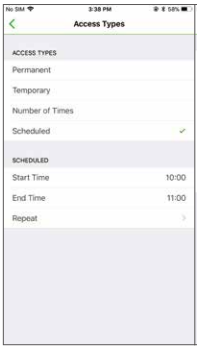

図 4
i. アクセスタイプ：(4 オプション) (次ページ下の図4を参照)
(D) スケジュール：特定の期間、特定の曜日と時間に繰り返しアクセスを割り当てます。この設定は、定期的に一時的なアクセスが必要なハウスクリーナーや建築関係者に役立ちます。（次のページの図4および5を参照）